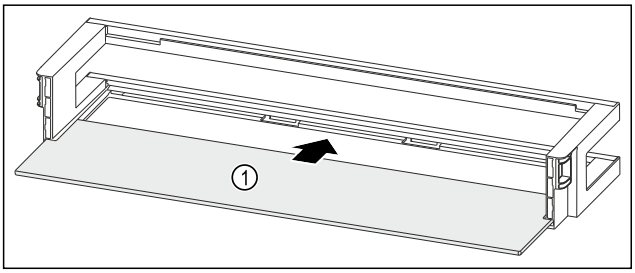

Fig. 250 Raft montat pe ușă cu raft
▶ Împingeți în interior raftul *Fig. 250 (1)* în degajările laterale.